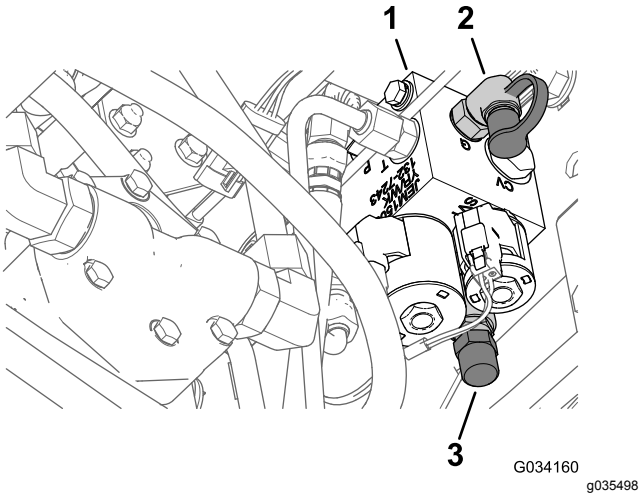

Figur 13
3. Slut en trykmåler til testporten bag løftemanifolden (Figur 13).
4. Fjern dækslet fra vægtoverførselspolen fra forsiden af løftemanifolden (Figur 13).
5. Løsn kontramøtrikken nederst på vægtoverførselspolen (Figur 13).